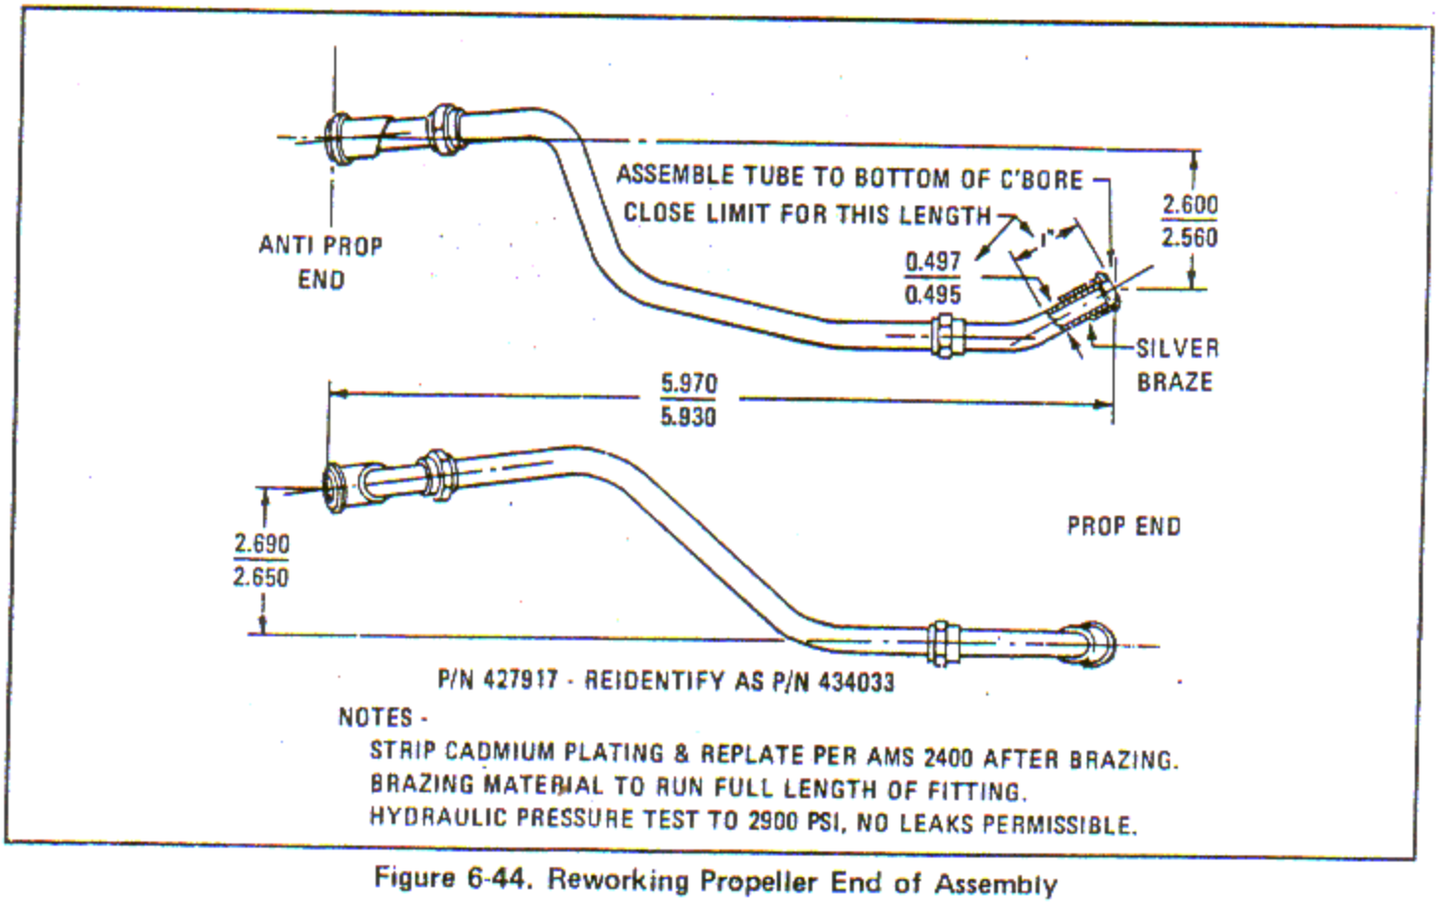

Figure 6-44. Reworking Propeller End of Assembly
Rework applies to the propeller end of the tube assembly and work shall be accomplished in accordance with standard practices. See figure 6-44.
d. Check the tube diameter to ensure it is 0.495 - 0.497 inch as shown in figure 6-44.